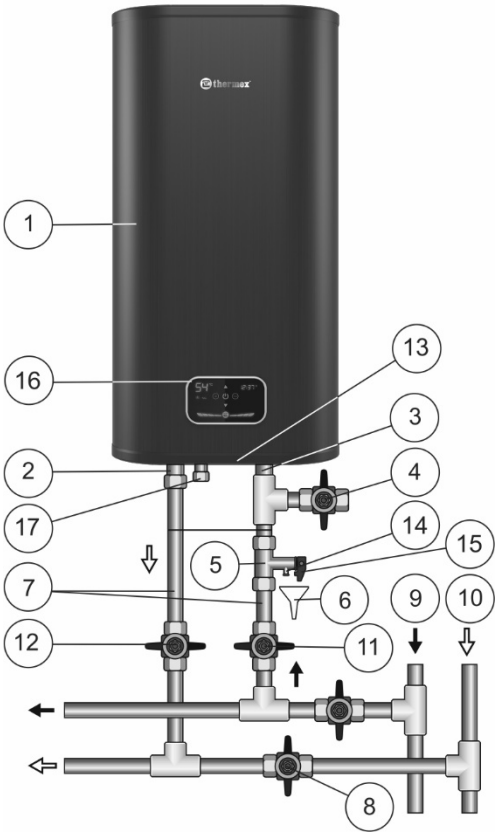

Рисунок 1. Схема подключения ЭВН к водопроводу в вертикальном положении вертикальных моделей V.
Внутренний бак изготавливается из высококачественной нержавеющей стали с содержанием титана, что обеспечивает высокую коррозионную стойкость и, как следствие, длительный срок эксплуатации. Пространство между внешним корпусом и внутренним баком заполнено пенополиуретаном - современной, экологически чистой теплоизоляцией, обладающей наилучшими характеристиками теплосбережения. Модели Flat Diamond Touch Pro (ID PRO) имеют два резьбовых патрубка: для входа холодной воды (Рис. 1, п. 3) с синим кольцом и выхода горячей воды (Рис. 1, п. 2) - с красным кольцом. На лицевой стороне ЭВН во всех моделях находится панель управления (Рис. 1, п. 16).
Предохранительный клапан (Рис. 1, п. 5) выполняет функции обратного клапана, препятствуя попаданию воды из водонагревателя в водопроводную сеть в случаях падения в последней давления и в случаях возрастания давления в баке при сильном нагреве воды, а также функции защитного клапана, сбрасывая избыточное давление в баке при сильном нагреве воды. Во время работы водонагревателя вода может просачиваться из выпускной трубы предохранительного клапана для сброса излишнего давления, что происходит в целях безопасности водонагревателя. Эта выпускная труба должна оставаться открытой для атмосферы и быть установлена постоянно вниз и в незамерзающей окружающей среде.
Необходимо обеспечить отвод воды из выпускной трубы предохранительного клапана (Рис. 1, п. 14) в канализацию, предусмотрев при монтаже ЭВН соответствующий дренаж (Рис. 1, п. 6).
Необходимо регулярно (не реже одного раза в месяц) проводить слив небольшого количества воды через выпускную трубу предохранительного клапана в канализацию для удаления известковых осадков и для проверки работоспособности клапана. Для открывания клапана он снабжен ручкой (Рис. 1, п. 15). Необходимо следить, чтобы во время работы ЭВН эта ручка находилась в положении, закрывающем слив воды из бака.
Установить предохранительный клапан (Рис. 1, п. 5) на входе холодной воды (Рис. 1, п. 3), помеченном синим кольцом, закрутив на 3,5 - 4 оборота, обеспечив герметичность соединения любым уплотнительным материалом (льном, лентой ФУМ и др.).
- Вертикальные модели V в соответствии с Рис. 1